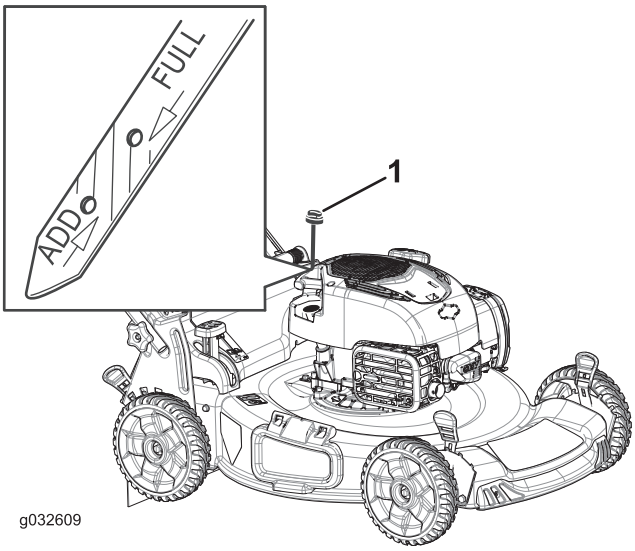

Figure 31
2. Retirez la jauge (Figure 31).
4. Versez de l'huile **lentement** dans le tube de remplissage pour faire monter le niveau de liquide jusqu'au repère **maximum** sur la jauge (Figure 31). **Ne remplissez pas excessivement.**